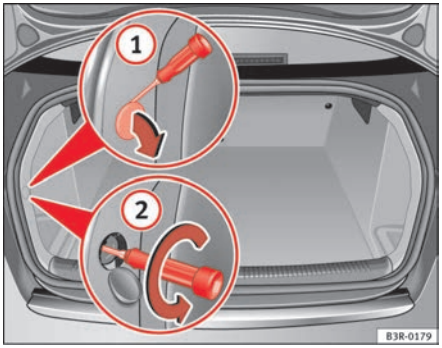
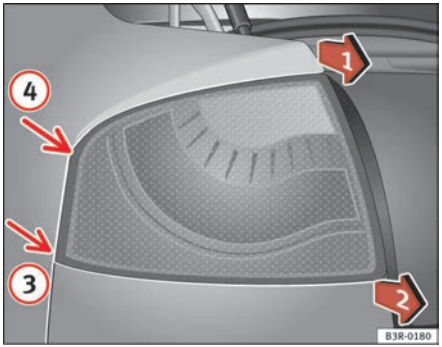

Fig. 208 Luggage compartment: Location of the bolt securing the rear light
Fig. 209 Removing rear light from side panel ▶
– Prise open the cover at the slot with the screwdriver ⇒ page 262, fig. 208 (1).
– Use the screwdriver to loosen the screw (2) (arrow) located behind the cover.
– Gradually ease the rear light out of the mounting (⇒ page 262, fig. 209 positions (3) and (4)) by pulling alternately in positions (1) and (2).